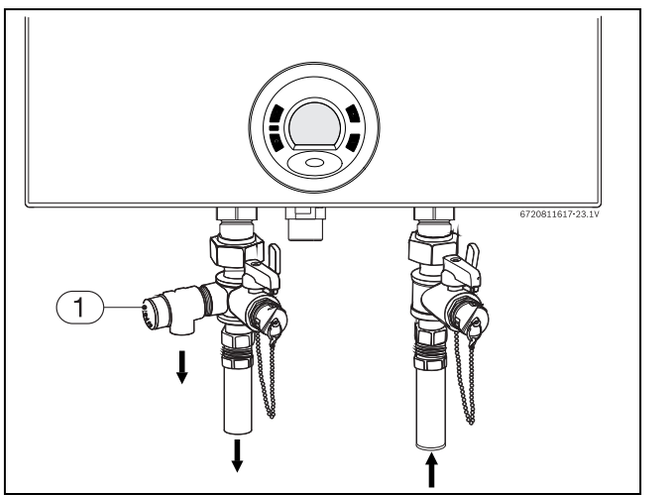

Fig. 36 Plumbing Connections (with shutoff valves) and Pressure Relief Valve
- Full port shutoff valves should be installed on both the cold water supply and hot water outlet lines to facilitate servicing the heater (see fig. 36).
The location of the PRV must be readily accessible for servicing or replacement, and be mounted as close to the water heater as possible. See fig. 36. To install the PRV, a suitable fitting connected to an extension on a “T” fitting can be sweated to the hot water line. Support all piping.